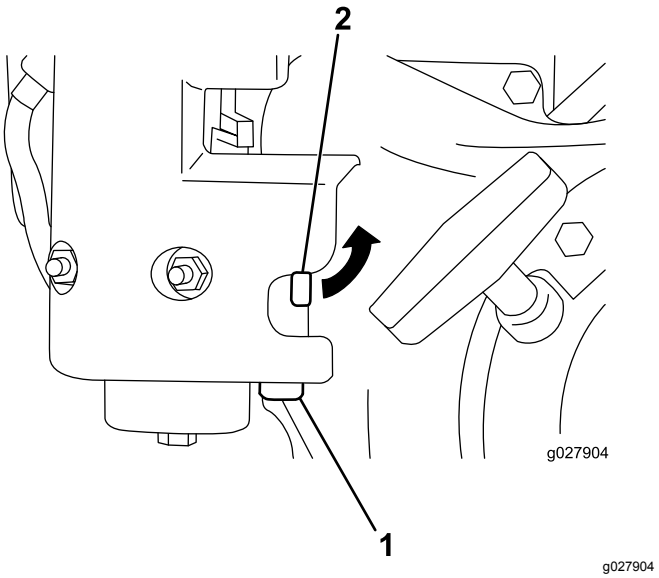

Figur 35
1. Luk brændstofafbryderventilen, og skru bundfældningsskålen af karburatorhuset (Figur 35).